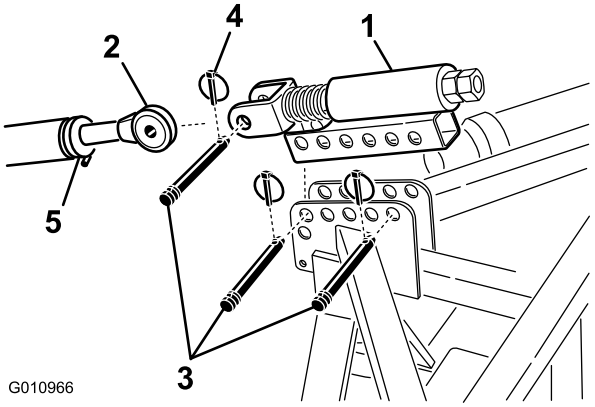

Figur 7
1. Monter den fjederbelastede topforbindelse på dybdelufterens beslag med to kædebolte og ringstifter (Figur 7)
2. Løsn låsemøtrikken på traktorens øverste forbindelse. Juster den øverste forbindelse, indtil den flugter med gaffelbolten på dybdelufterens fjederbelastede topforbindelse (Figur 7).
3. Tilslut traktorens øverste forbindelse med gaffelbolten på den fjederbelastede topforbindelse, og fastgør med en kædebolt og ringstift (Figur 7).
6. Roter den øverste forbindelse, indtil fjederen er sammentrykt med ca. 13 mm (Figur 7).